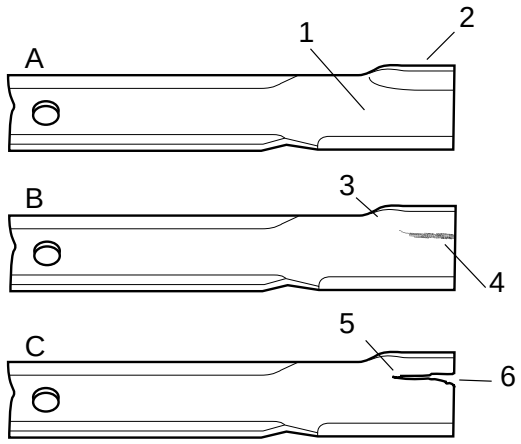

Bild 16
2. Die Schnittkanten der Messerbalken gründlich untersuchen, besonders dort, wo die flachen und gebogenen Bereiche der Messer aufeinandertreffen (Bild 16 A). Da Sand und andere Reibmittel das Metall abnutzen können, das die flachen und gebogenen Bereich miteinander verbindet, sind die Messerbalken vor Inbetriebnahme des Mähers zu kontrollieren. Sollte Abnutzung feststellbar sein (Bild 16 B), den betroffenen Messerbalken austauschen.
Wenn sich Messerbalken unkontrolliert abnutzen können, bilden sich Schlitze zwischen Windflügel und dem Flachbereich des Messerbalkens (Bild 16 C). Letztlich kann sich ein Stück vom Messerbalken trennen und aus der Haube ausgeworfen werden, was möglicherweise zu Verletzungen für Bediener oder Unbeteiligte führen kann.